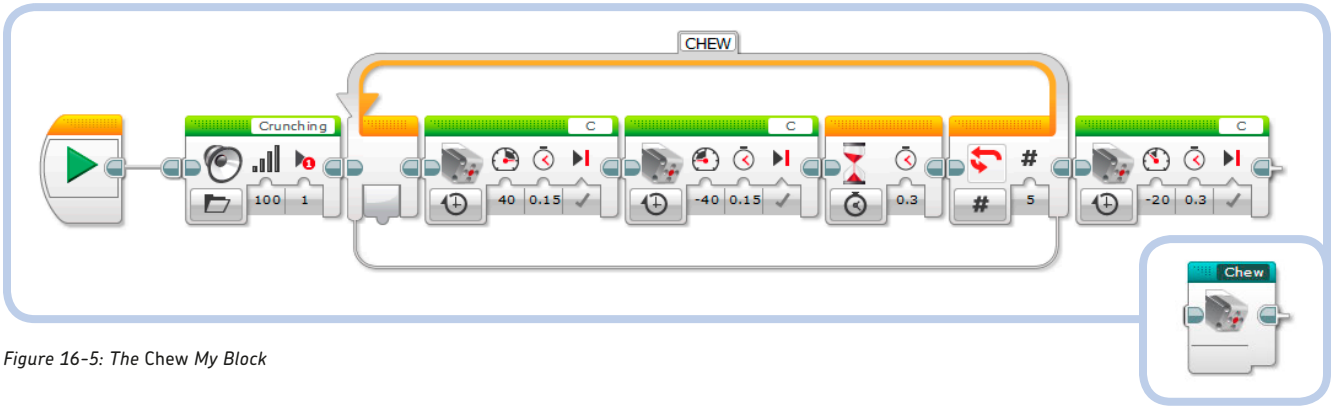

Figure 16-5: The Chew *My Block*
The *Chew* My Block (Figure 16-5) makes the robot chew its prey. The mouth opens and closes in sync with the *Crunching* sound. Notice that the *Play Type* is set to **Play Once (1)** in the Sound block to make the program flow continue while the sound is played. (If we had selected the Wait for Completion Play Type, the block would pause the program until the sound finished.)